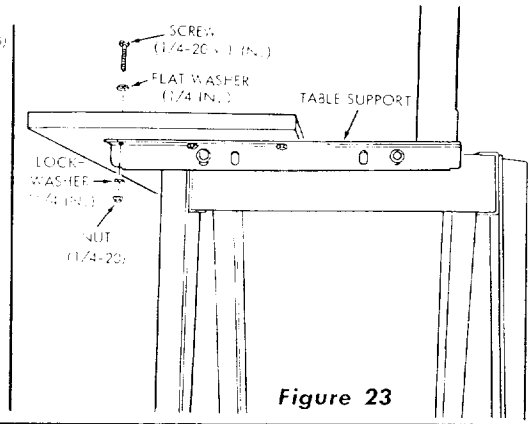

Figure 23
a. Place the large front table board on the table supports, locating it so that counterbored holes in the table match corresponding holes in the table supports. (See figure 23.)